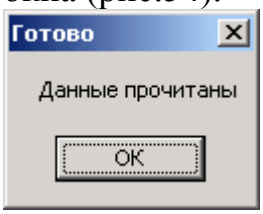

Рис.54 Окно завершения чтения.
- По окончанию переноса вынуть носитель из держателя устройства. Завершается процесс появлением окна (рис.54).